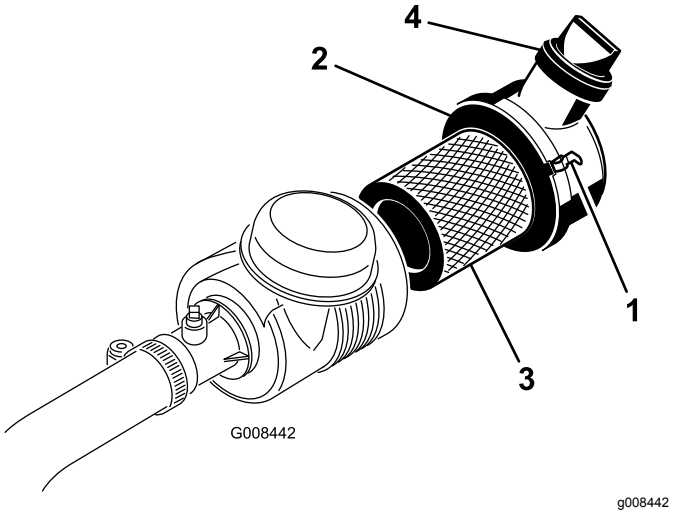

Figur 33
1. Lossa spärrhakarna som fäster luftrenarkåpan på luftrenarhuset (Figur 33).
7. Kontrollera att spärrhakarna fäster kåpan på enheten (Figur 33).